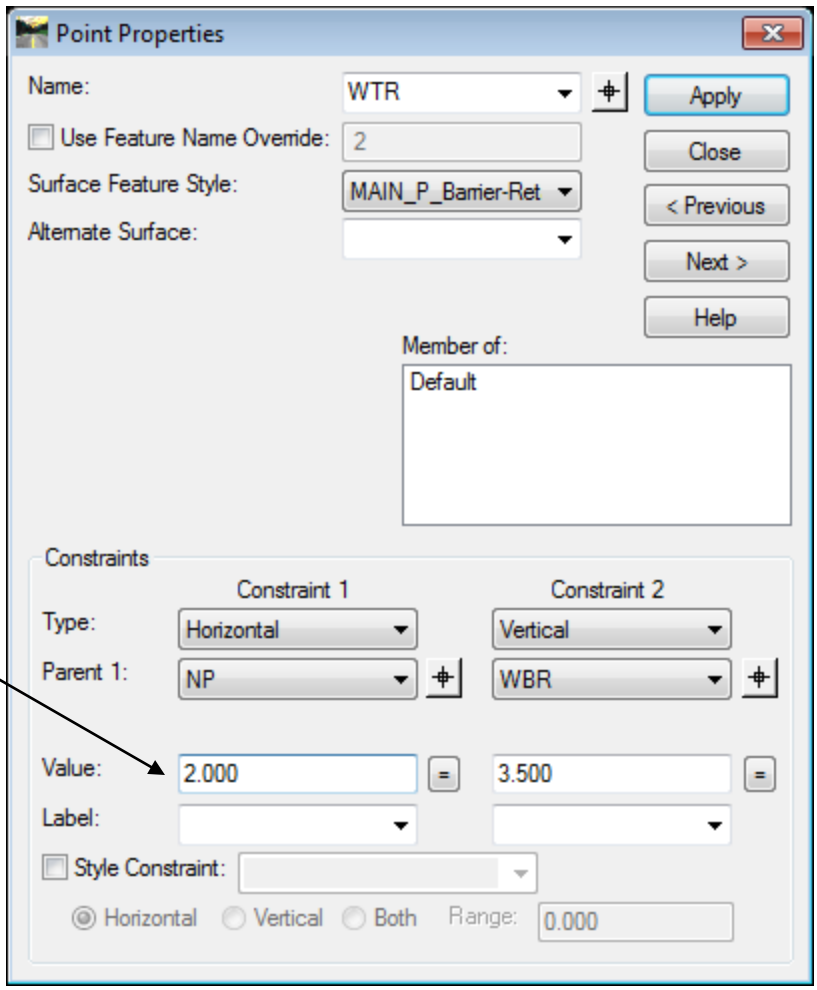

Figure L7-42 Point Properties
52.	**Edit Point 2.** • Double click on Point **2**. • In the **Point Properties** dialog that opens, match the entries shown in *Figure L7-42*. • Click **Apply** & **Close**. • Ensure Point **2** was renamed **WTR** (Wall Top Right).